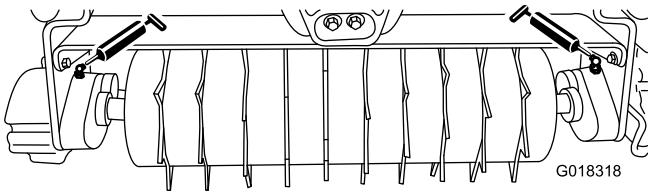

Bild 5
Schmieren Sie die zwei Schmiernippel (Bild 5) an jedem Rasenlüfter nach jeweils 15 Betriebsstunden mit einem Nr. 2 Allzweckschmiermittel auf Lithiumbasis ein. Am besten eignet sich eine handbetriebene Fettpresse.
2. Tragen Sie Schmiermittel auf die Wellenlager des Rasenlüfters auf, bis Sie einen Druck spüren (Bild 5).